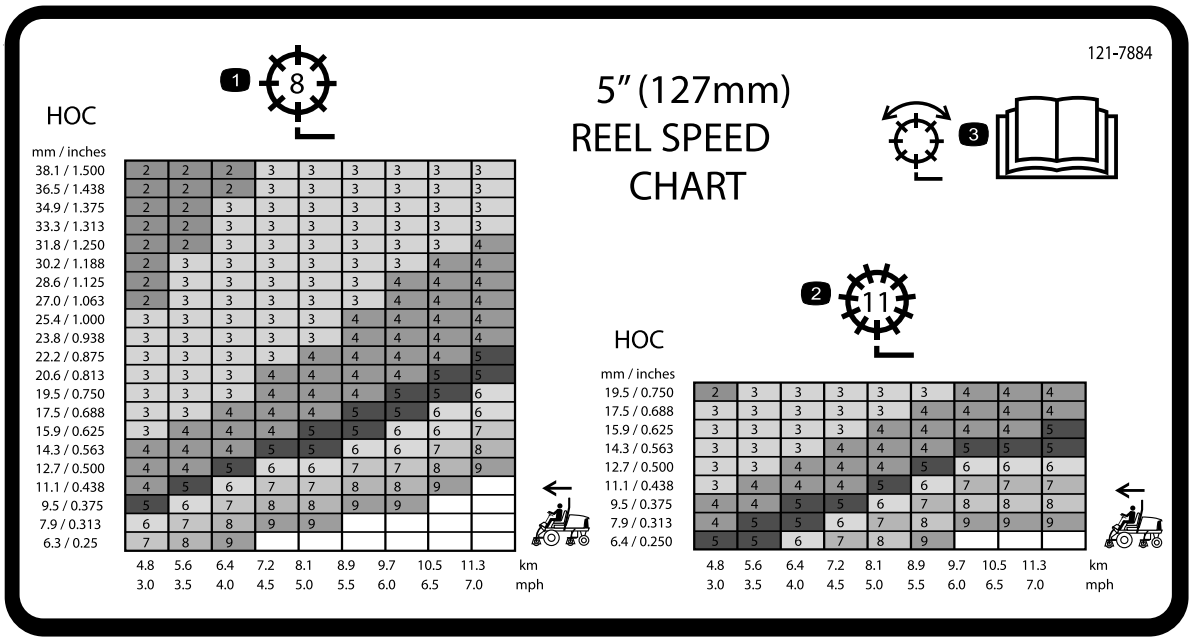

Figur 31
3. Bestäm korrekt hastighet för cylindrarna genom att använda kurvan på dekalen med tabellen över cylinderhastighet (Figur 31).